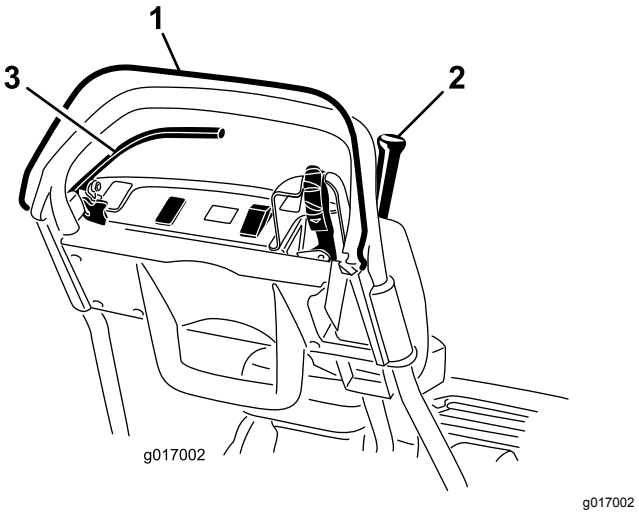

**Rysunek 34**
3. Gdy element sterujący obecności operatora jest zwolniony, spróbuj załączyć dźwignię jazdy (Rysunek 34). Dźwignia jazdy nie powinna ulec załączeniu. Jeżeli dźwignia jazdy ulegnie załączeniu, układ blokad wymaga serwisu. Usuń tę usterkę przed przystąpieniem do użytkowania maszyny; zapoznaj się z Serwisowanie wyłącznika blokady jazdy (Strona 38).
4. Przy wciśniętym przełączniku OPC i dźwigni jazdy w położeniu załączonym zwolnij przełącznik OPC (Rysunek 34). Dźwignia jazdy powinna ulec odłączeniu. Jeżeli dźwignia jazdy nie ulegnie odłączeniu, układ blokad wymaga serwisu. Usuń tę usterkę przed przystąpieniem do użytkowania maszyny. Patrz Serwisowanie wyłącznika blokady jazdy (Strona 38).
5. Przy wciśniętym przełączniku OPC i dźwigni zmiany biegów przesuniętej w lewo załącz napęd jezdny i wirnika, po czym zwolnij przełącznik OPC (Rysunek 34). Dźwignia jazdy powinna ulec odłączeniu. Jeżeli dźwignia jazdy nie ulegnie odłączeniu, układ blokad wymaga serwisu. Usuń tę usterkę przed przystąpieniem do użytkowania maszyny, patrz Serwisowanie wyłącznika blokady jazdy (Strona 38) lub Regulacja elementu sterującego wirnikiem (Strona 42).